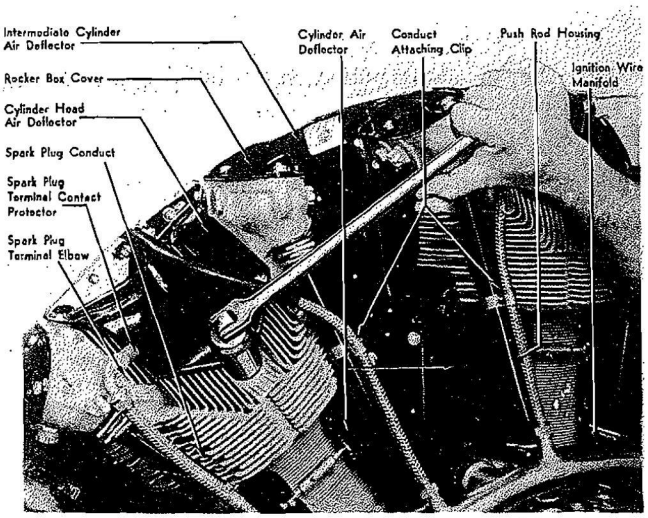

Figure 41—Removing Spark Plug
a. Loosen the spark plug terminal elbow coupling nut from all spark plugs. Withdraw the elbows from all spark plugs, and remove the plugs. Refer to Figure 41. Use spark plug wrench (Tool No. 84450). Place the spark plugs in a board having drilled holes to accommodate the electrode end of the plug. Install vented dummy plugs in the spark plug holes in all cylinders. Install a cover (Tool No. 800910) over the exhaust port in all cylinders.